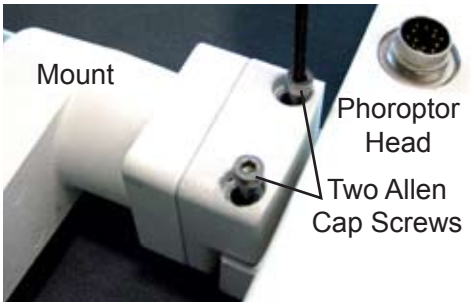

Figure SU-02, Connect Phoroptor Head to Mount
3. Align the two Screw Holes on the back side of the Mount to the two screw holes on the back of the Phoroptor Head. Refer to Figure SU-02.
4. Using a #3 metric Allen Screwdriver, secure the Mount to the Phoroptor Head. Refer to Figure SU-02.